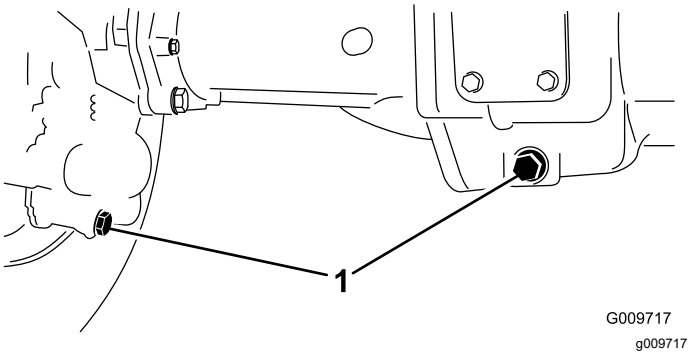

Figuur 107
2. Reinig de omgeving van de drie aftappluggen, 1 aan elke kant en 1 in het midden (Figuur 107).